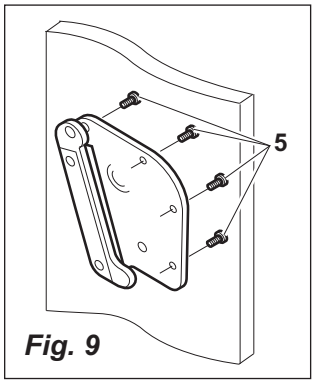

Fig. 9
- Screw the bearing plates onto the side walls from outside using 4 countersunk-head screws ***5*** M8 x 30 mm, see ***Fig. 9***